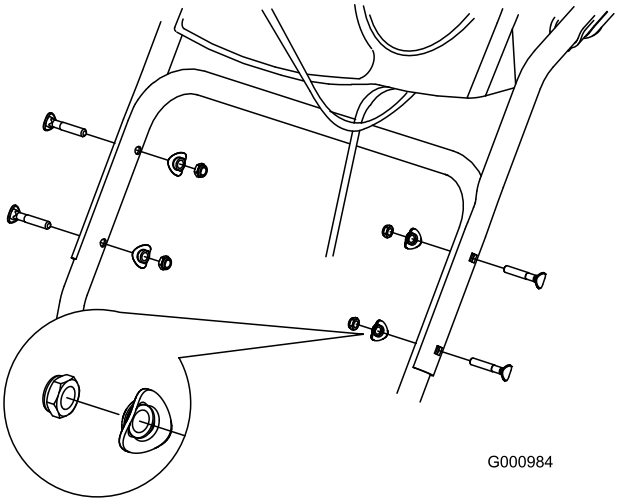

**Figur 5**
2. Fäst det övre handtaget med fyra handtagsskruv, fyra böjda brickor och fyra låsmuttrar från påsen med lösa delar (Figur 5).